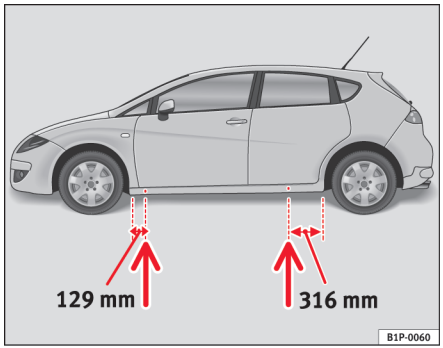

Fig. 152 Løftepunkter til donkraften
– Find det løftepunkt på panelet, der er tættest på det hjul, der skal skiftes ⇒ side 230, fig. 152.
Panelet er trykket lidt ind forrest og bagest, der hvor donkraften må sættes på ⇒ side 230, fig. 152. Der er et sted for hvert hjul. Donkraften må ikke sættes på andre steder.